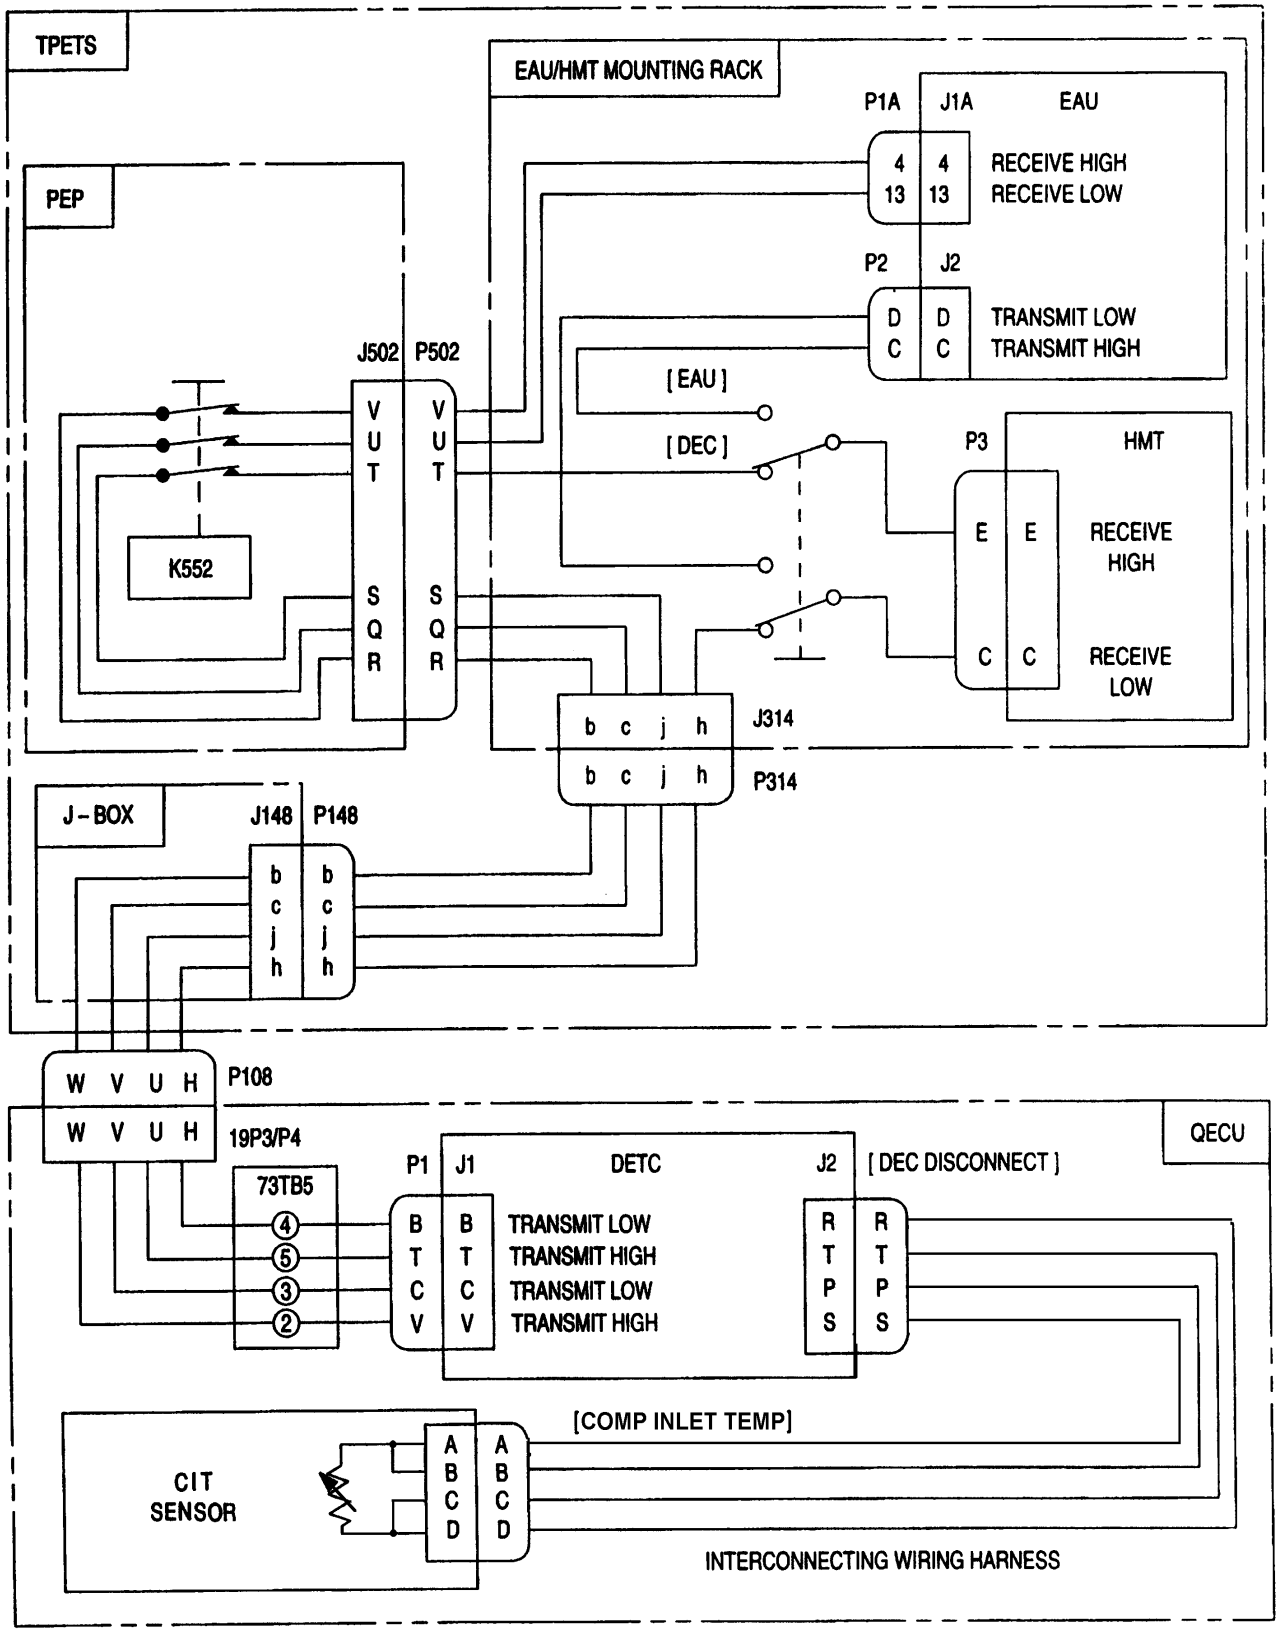

Figure 1. CIT Components Checkout
2. This work package (WP) provides engine monitoring system (EMS) components maintenance procedures. Engine control system components, establishing references for EMS operation, are also covered. Refer to WP 010 00 for EMS description and principles of operation.
8. COMPRESSOR INLET TEMPERATURE (CIT) COMPONENTS (figure 1). The CIT sensor samples air temperature at the engine compressor air inlet housing. The resistive signal provided by the sensor is sent through the interconnecting wiring harness to the digital electronic trim control (DETC). The DETC processes the CIT signal and provides the signal to the engine analyzer unit (EAU) through the RS–422 bus. The EAU uses the CIT signal in conjunction with shaft horsepower (SHP) and compressor inlet pressure (CIP) signals to determine take–off–low–power events (table 1).